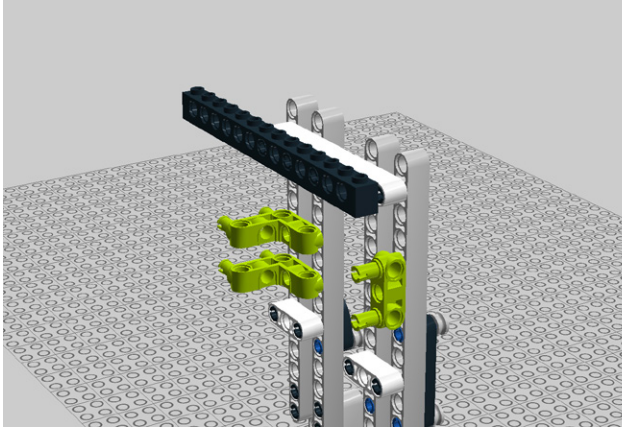

Figure 5-59. *Step 52: Adding more connectors*
52. Time for even more connectors (Figure 5-59).